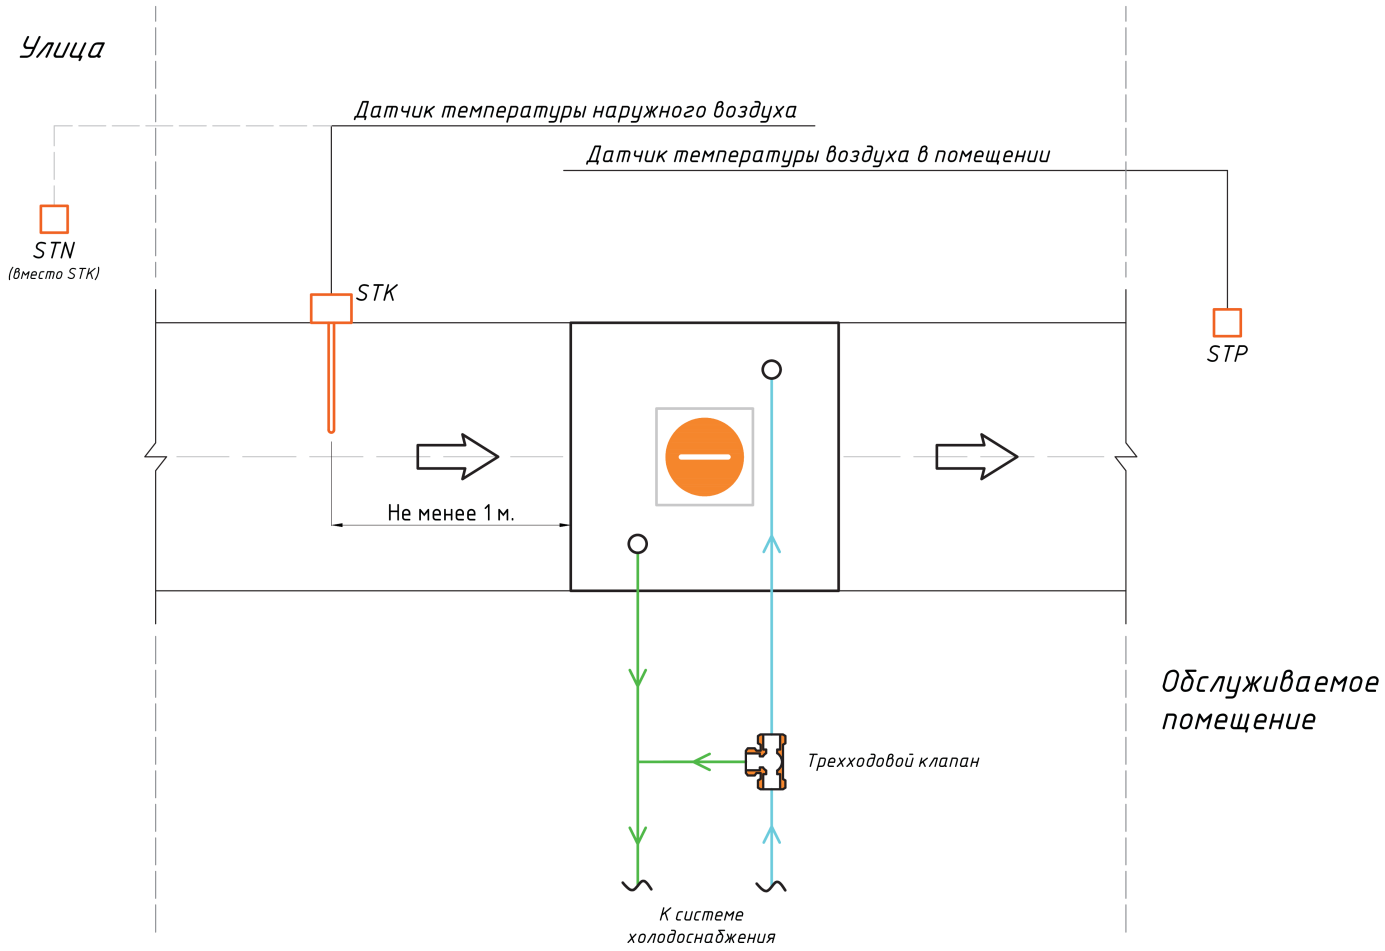

Рисунок 5.2 – Схема датчиков KOW
5.1.9. Для корректной эксплуатации и обеспечения выхода воздухоохладителя на рабочий режим необходимо использовать минимальный комплект автоматики (рисунок 5.2), включающий в себя блок управления типа UM W (или UM E), датчики температуры наружного воздуха и температуры воздуха внутри помещения типа ST и трехходовой клапан (работает на разделение потоков).